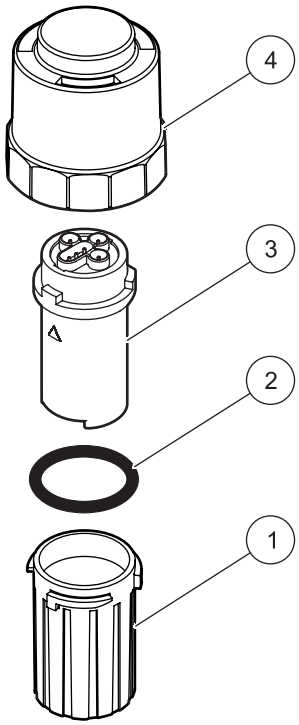

Abbildung 6 Aufbewahrungsbehälter für die Sensorkartusche[1]
2. Öffnen Sie den Deckel des Aufbewahrungsbehälters (siehe Abbildung 6 auf Seite 13).